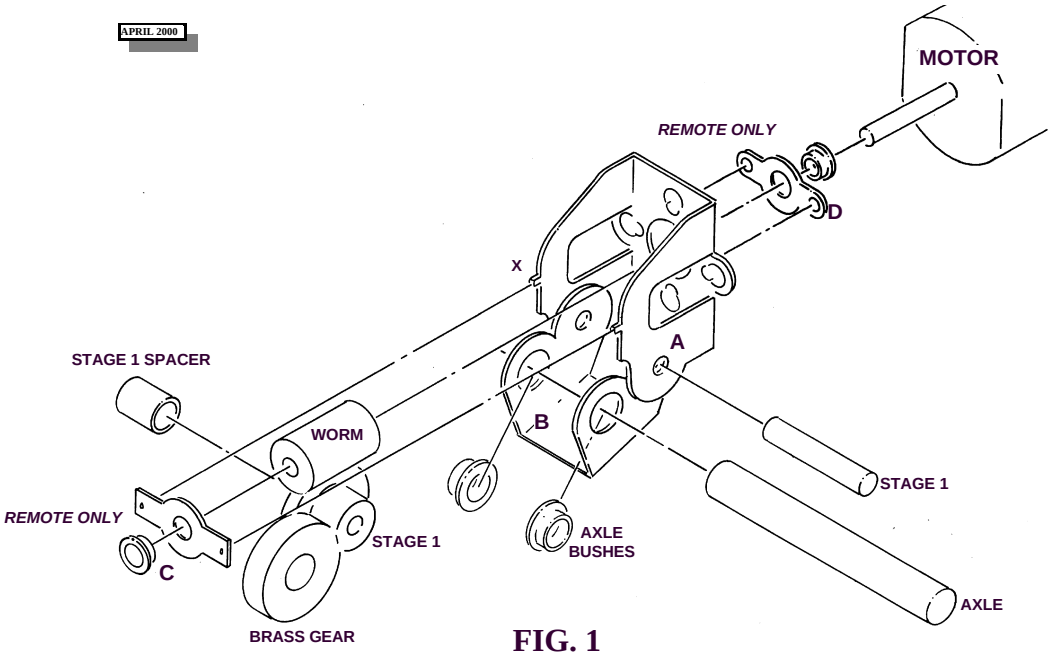

FIG. 1
Study Figs 1 and 2. Before cutting the gearbox etch from the fret, progressively ream out each of the **holes** to the sizes shown in Fig 2. Components should be offered up until they a tight push-fit in their holes. Once the gearbox is assembled, the shafts are fixed but the gears are free to revolve. Remove burrs by inserting the tip of a drill bit (of much larger diameter than the hole) and gently rotating it between your fingers.
Now cut the etches from the fret with a heavy blade and trim off the tabs, taking care not to accidentally remove any locators. **Fold up the gearbox** (A) as shown in Fig. 1, using flat nosed pliers to grip the motor mounting plate near the bend lines when doing so. This will prevent the plate from accidentally buckling across the hole centres. AII bends are 90 degrees, with the bend lines on the inside of the gearbox. Add fillets of solder to the inside of the folds to strengthen the gearbox. If you are using the **remote attachments**, open out the small location holes in the front attachment (C) so they fit snugly over the locators (X) on the main gearbox etch, and then solder it in place. Now fold up the final drive carriage (B) and strengthen with solder, as above. De-flux the gearbox and carriage by scrubbing them with household cleaner, then rinse and allow to dry. If they are likely to be visible then **paint** them black.
Refer to Fig. 1. The stage 1 double gear will be one of three types - 15/10T (30:1), 20/10T (40:1) or 27/10 (54:1) - depending on the overall reduction ratio of the gearbox. The **final drive carriage** can be mounted facing backward or forward, depending on the configuration you require.